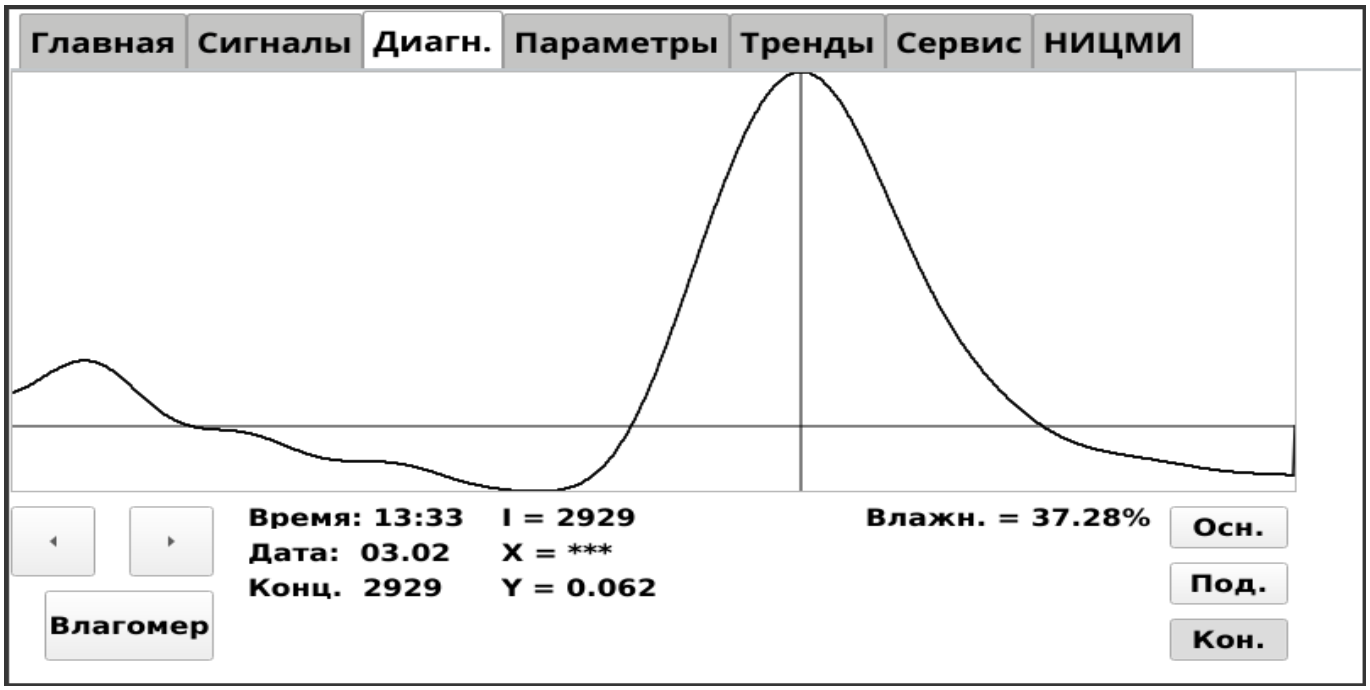

Рис.13
5.1. Для каждого вновь выпущенного заводом-изготовителем влагомера осуществляется процедура первичной калибровки и загрузки калибровочных таблиц для нормального функционирования прибора в реальных условиях на жидкостях с различными физико-химическими свойствами. Однако, в процессе эксплуатации возникает необходимость выполнить точную настройку влагомера применительно к условиям его установки на конкретную трубопроводную линию и состав циркулирующей жидкости. Для входа в режим редактирования таблиц влагомера необходимо ввести актуальный пароль (см. п.4.1). При входе в окно «Диагностика» в левом нижнем углу появится кнопка редактирования таблиц влагомера - «Влагомер» (рис.13). После нажатия на кнопку «Влагомер» будет доступно окно редактирования